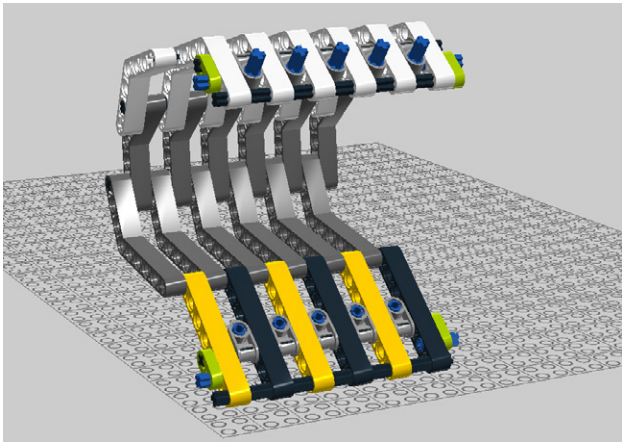

Figure 7-19. *Step 12: Securing the axle ends*
12. Next, secure the ends of the cross axles with 2M Technic levers, as shown in Figure 7-19.